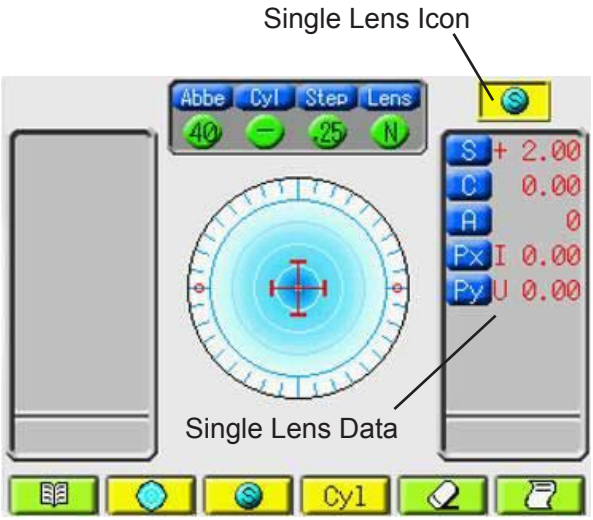

Figure OP-6 Single Lens Saved
B. When you reach the center, the blue cross turns red and the message “Marking OK” displays. Refer to Figure OP-6.
C. When you hear a beep and the data turns red, it indicates that the AL700 automatically saved the far point measurement. Refer to Figure OP-6.